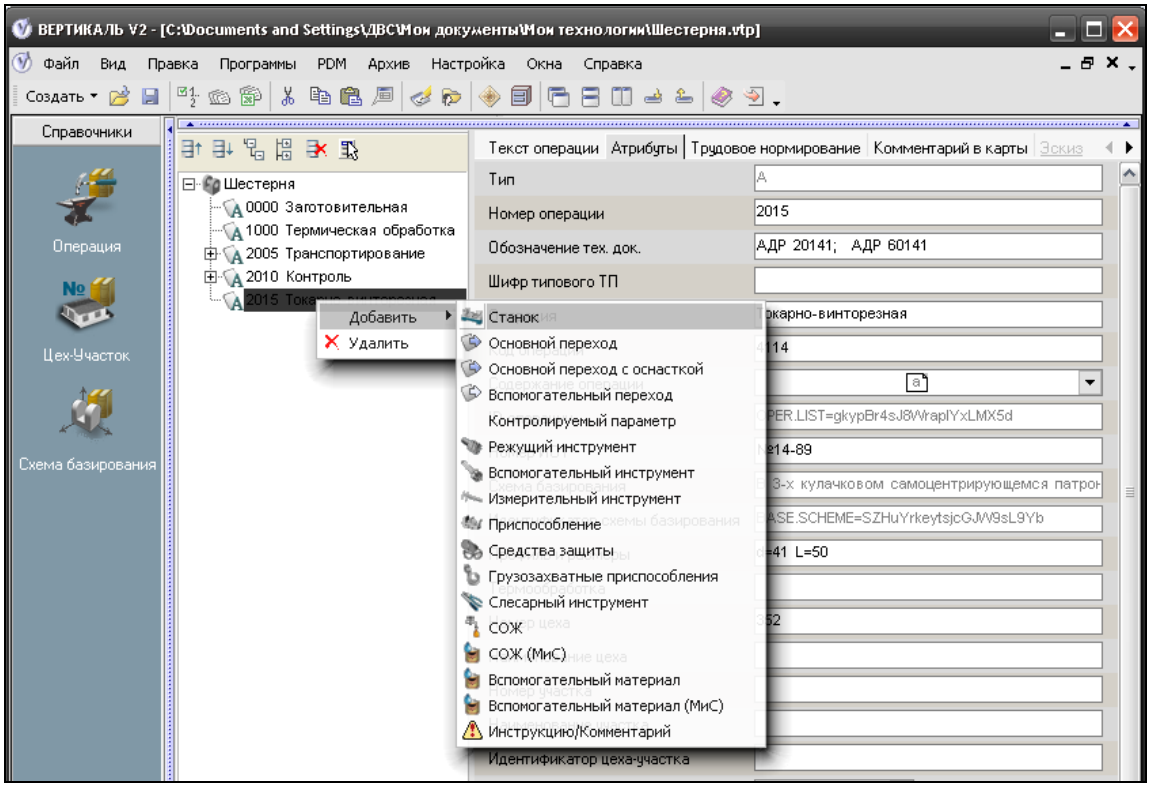

Рисунок 5.5 – Виклик довідника **Станки**
2. У контекстному меню вибрати пункт **Добавить – Станок** (рис. 5.5).